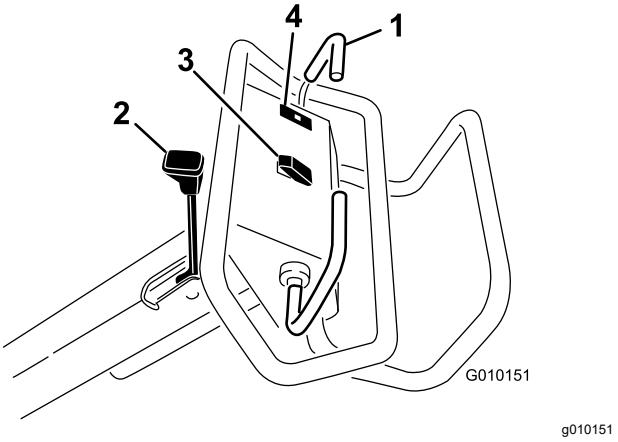

Figur 11
Flyt traktionsbøjlen frem for at køre fremad. Flyt traktionsbøjlen bagud for at køre baglæns (Figur 11).
- Parkeringsbremsen aktiveres ved at flytte parkeringsbremsehåndtaget mod operatørhåndtaget (Figur 11).
Kontrollampen for olietryk tændes (Figur 11), når olietrykket i motoren falder til under et sikkert niveau. Hvis der opstår et lavt olietryk, skal du slukke motoren og finde årsagen. Skaden skal udbedres, før motoren startes igen.
Hæv – tryk øverst på kontakten (Figur 11) for at hæve kernehovedet og udkoble kernehovedet. Motoren skal køre for at generere et tryk. Se Nulstilling af systemstyrekredsløbet (side 24), hvis kernehovedet er under transporthøjde.
Sænk/aktiver – tryk nederst på kontakten (Figur 11) for at sænke og aktivere kernehovedet. Traktionsbøjlen skal være i den fremadgående position for at aktivere kontakten.